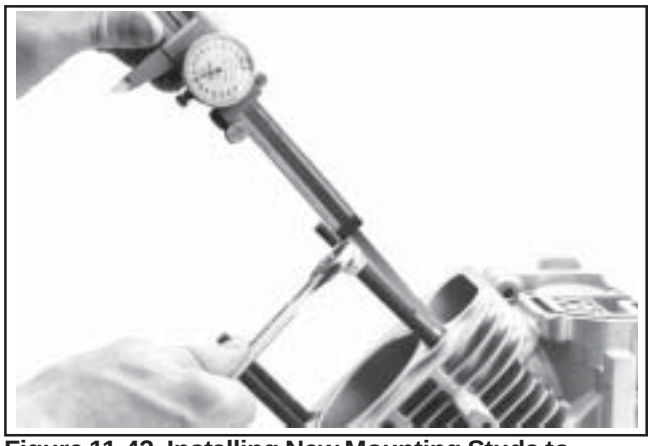

Figure 11-43. Installing New Mounting Studs to Specified Height.
b. Thread the opposite end of the stud with the preapplied locking compound into the crankcase until the specified height from the crankcase surface is achieved. See Figure 11-43. When threading in the studs, use a steady tightening motion without interruption until the proper height is obtained. Otherwise, the frictional heat from the engaging threads may cause the locking compound to set up prematurely.